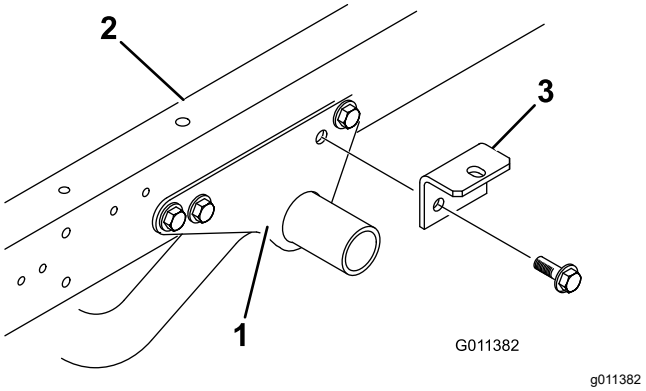

Figur 5
1. Fjern de 2 maskinskruer med flangehoved og flangelåsemøtrikker, der fastgør den bageste del af hvert monteringsbeslag på motorstellet på begge sider af Workman-køretøjets stel (Figur 5).
2. Fastgør et redskabsbeslag på hvert af motorstellets monteringsbeslag samt på Workman-køretøjets stel med de 2 maskinskruer med flangehoved og flangelåsemøtrikkerne, du fjernede i trin 1 (Figur 5).